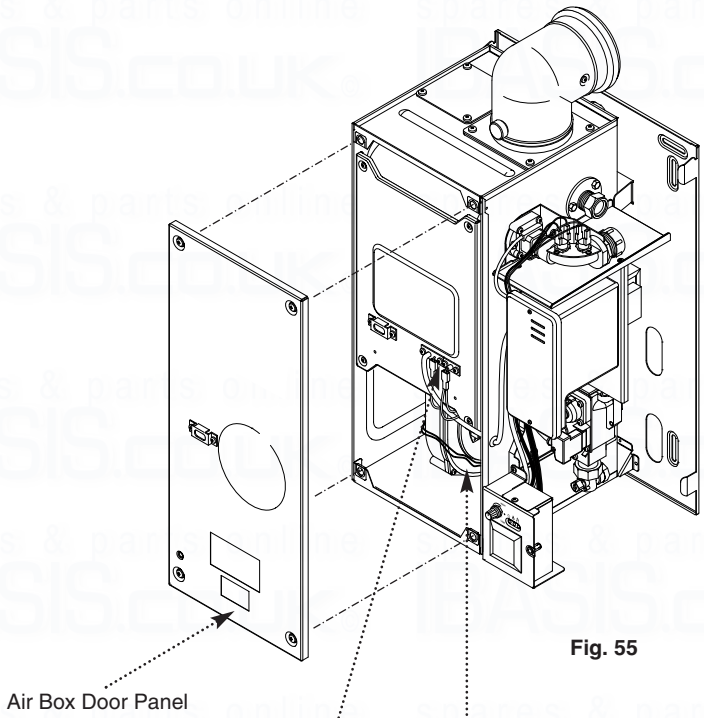

Fig. 55
1. Remove the airbox door panel by loosening the four ¼ turn screws (Fig. 55).